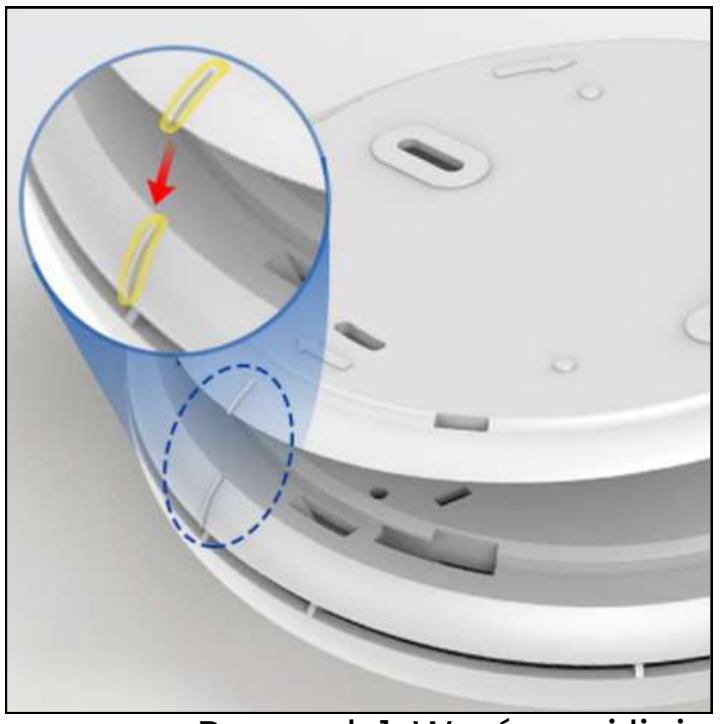

Rysunek 1: Wyrównaj linie
Urządzenie jest domyślnie dezaktywowane przed opuszczeniem naszej fabryki. Przed użyciem detektora należy go aktywować za pomocą przełącznika z tyłu. Obróć uchwyt montażowy przeciwnie do ruchu wskazówek zegara z detektora, wyrównując linie (Rysunek 1).
1. Odkręć uchwyt montażowy od detektora w kierunku przeciwnym do ruchu wskazówek zegara, wyrównując linie (rysunek 1).